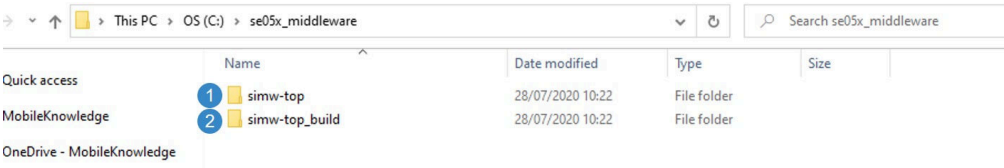

Figure 32. SE05x middleware project structure
4. Your project directory should now contain two folders: a (1) `simw-top` folder and a (2) `simw-top_build` folder as shown in Figure 32: